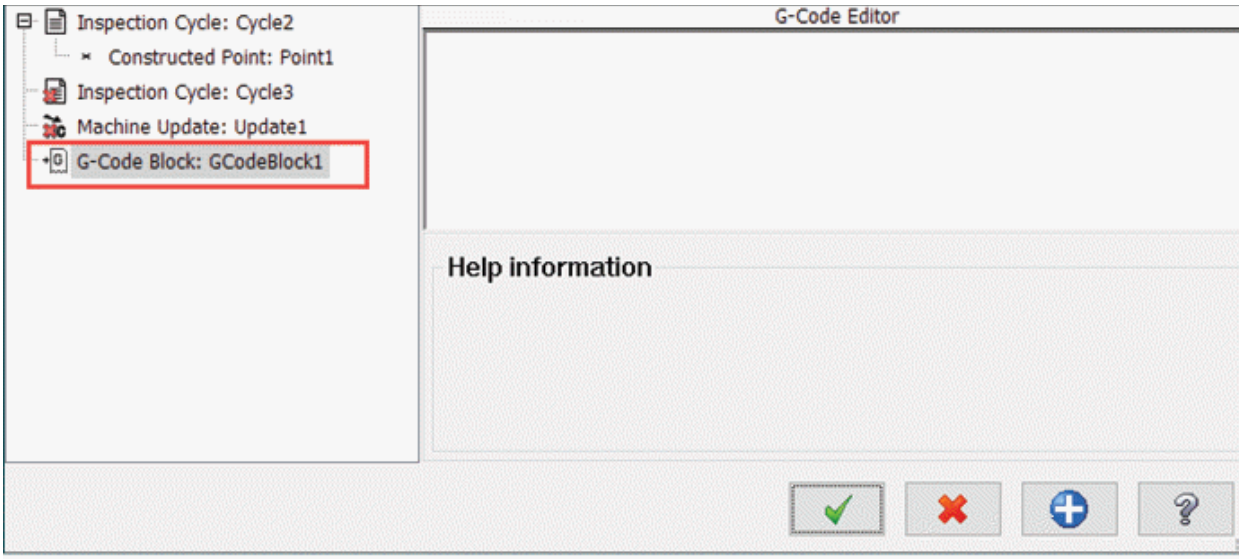

Figure-12. G-code block added
- Click on the **G-Code Block** button from the toolbar in the dialog box. A new block for manually inserting G-Codes of probing will be added in the inspection cycle; refer to Figure-12.